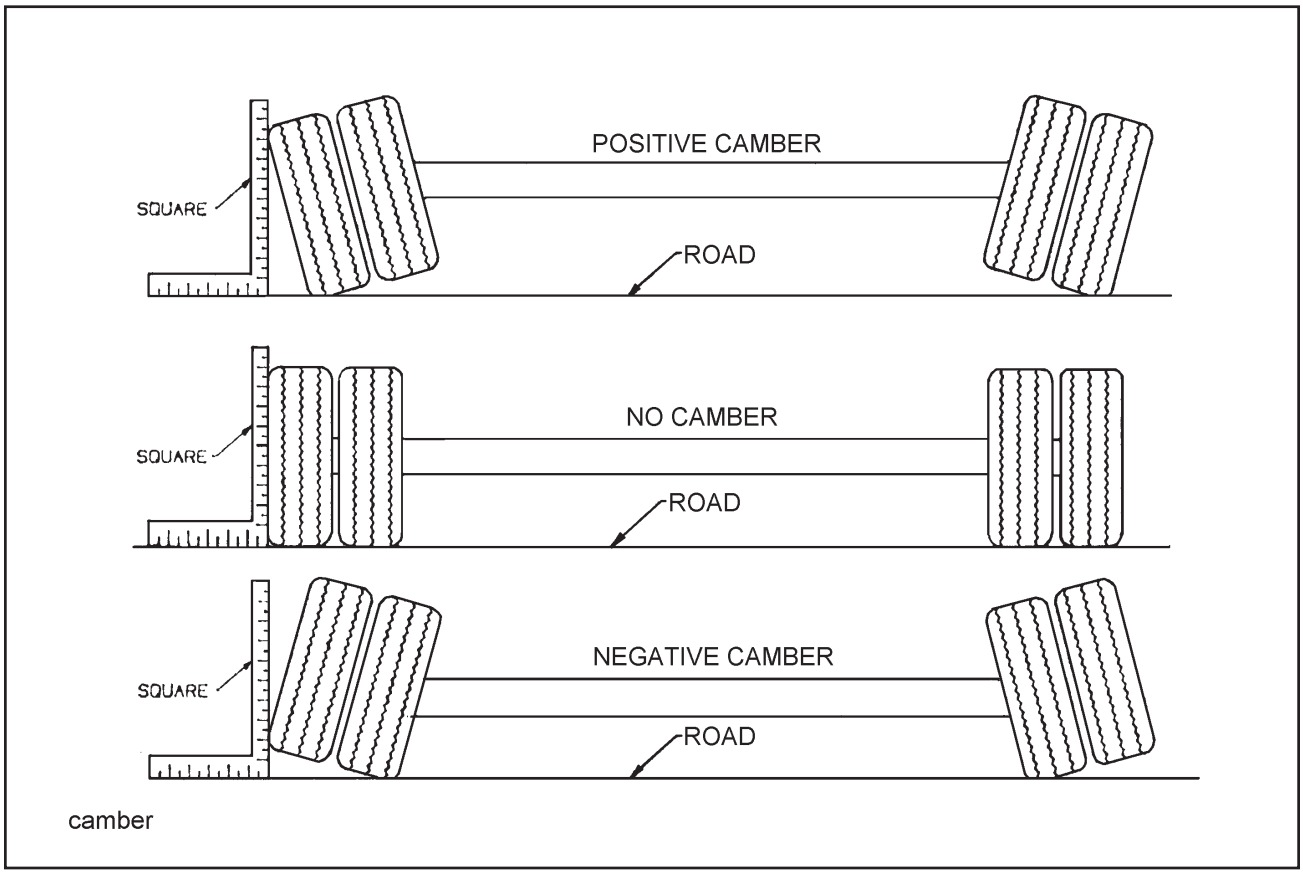

Figure 4-14 Examples of Camber
d. Follow the same procedures as in **Section 4-7.1, 4-8.1 b. and c.,** except place the axle gauge above and below the axle. If gauge point gap is found, the axle has positive or negative camber. The trailer axle has no camber from the factory. If it is found to have positive or negative camber, axle replacement is necessary **(See Figure 4-14** for examples of camber).